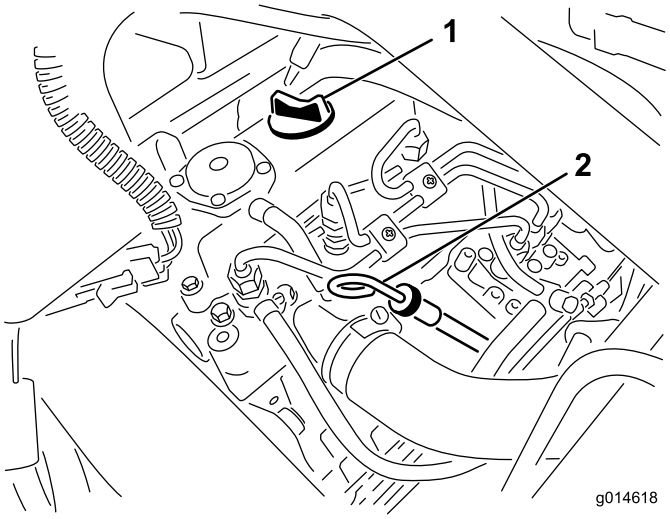

Figuur 27
2. Verwijder de peilstok en veeg deze af met een schone doek (Figuur 27). Steek de peilstok in de buis. Let erop dat de peilstok er volledig in schuift. Haal de peilstok uit de buis en controleer het oliepeil. Als het oliepeil te laag is, moet u de vuldop losmaken van het klepdeksel en **langzaam** voldoende olie bijvullen totdat het peil de vol-markering op de peilstok bereikt. Vul de olie langzaam bij en controleer daarbij veelvuldig het peil. **Niet te vol vullen**.